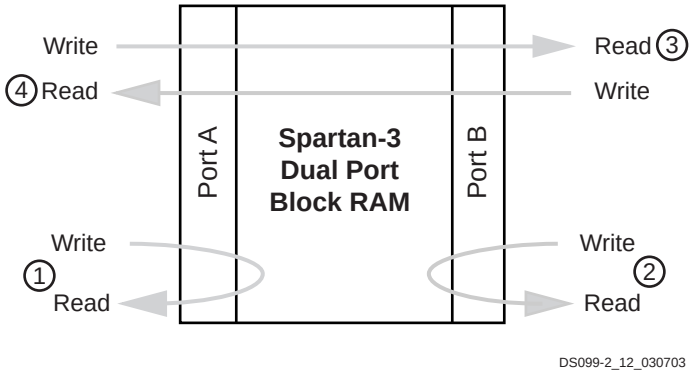

Figure 13: **Block RAM Data Paths**
The block RAM has a dual port structure. The two identical data ports called A and B permit independent access to the common RAM block, which has a maximum capacity of 18,432 bits—or 16,384 bits when no parity lines are used. Each port has its own dedicated set of data, control and clock lines for synchronous read and write operations. There are four basic data paths, as shown in Figure 13: (1) write to and read from Port A, (2) write to and read from Port B, (3) data transfer from Port A to Port B, and (4) data transfer from Port B to Port A.